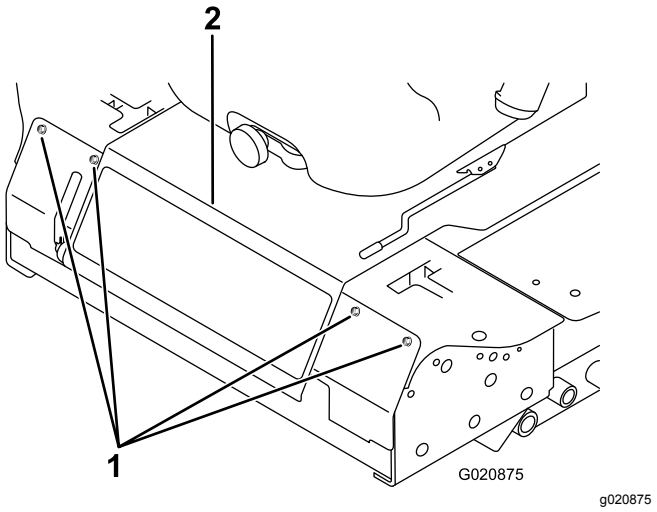

**図 53**
3. 前パネルを止めているボルトを外して前パネルを外す(図 53)。